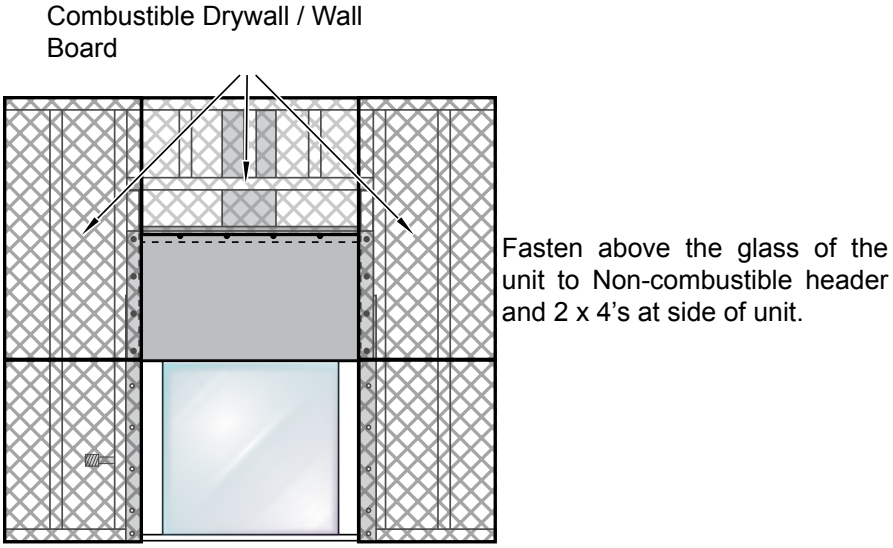

Figure 3a.
Step 2. As shown in figure 3a; Cut standard Drywall / Wall board to complete the installation of fireplace surround.